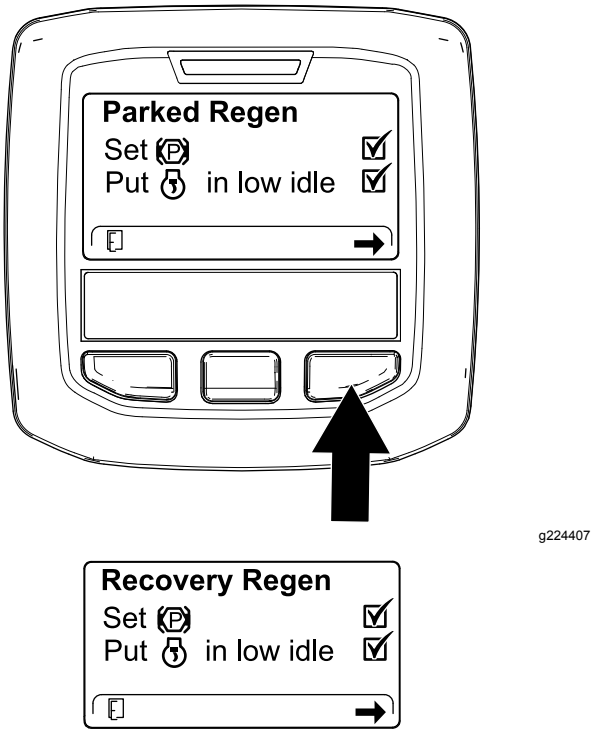

Figuur 56
3. Controleer in het scherm DPF-controlelijst of de parkeerrem ingeschakeld is en het motortoerental op laag stationair staat (Figuur 56).